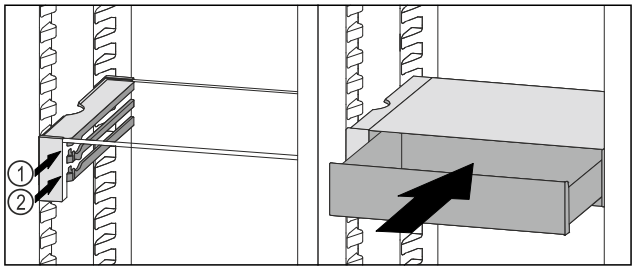

Fig. 158
▶ Așezați sertarul VarioSafe în spatele opritoarelor pe nervura dorită *Fig. 158 (1)* sau *Fig. 158 (2)*.